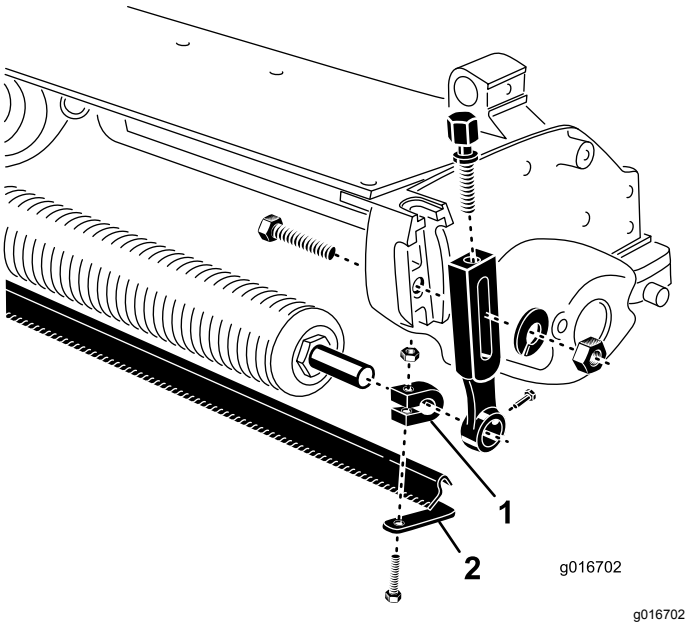

Figure 2
5. Montez sans serrer une vis et un écrou sur chaque collier (Figure 2). Ne serrez pas.
6. Insérez un collier pour arbre sur chaque extrémité de l'arbre du rouleau (Figure 2).
9. Positionnez la brosse entre le rouleau avant et l'unité de coupe, comme montré à la Figure 2.